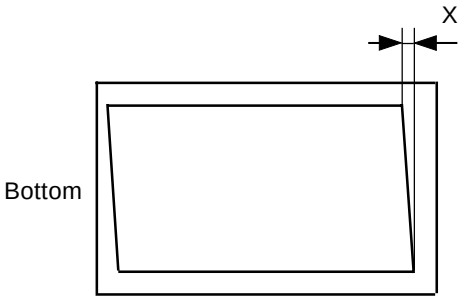
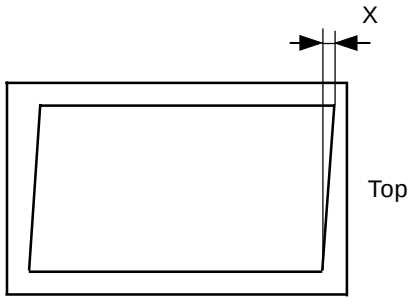

Figure 1
Figure 2
(1) Place a sheet of B4 size paper on the paper feed tray, and make a master of test chart No. 15 using the ADF unit.
(2) Lay the print on top of the original with the 310-mm lines at the side parallel, and check that the skew (X) of the leading 160-mm line is within 2 mm.
(3) If the skew is outside the specified parameters, adjust as follows.
- Loosen the nut [B] on the hinge assembly (right), and turn the ADF slide screw [C] (clockwise if as in Figure 2, and counter-clockwise if as in Figure 1) to adjust dimension T. Turning the screw clockwise increases dimension T.